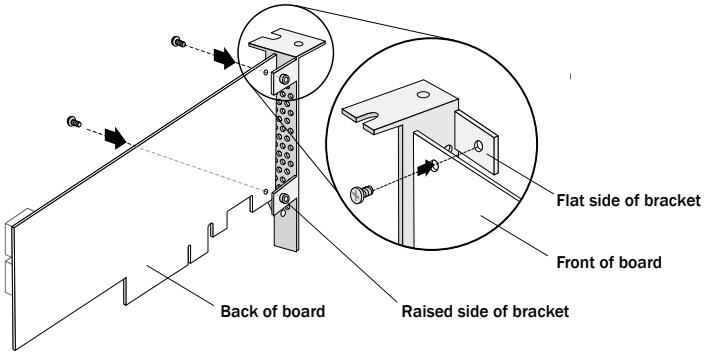

Figure 3
2. Attach the low-profile bracket to the adapter board. The low-profile bracket is installed on the *back* side of the adapter, with the mounting screws inserted from the front, as shown the Figure 3.
Caution: The mount points on the low-profile bracket have a smooth or flat side and a raised side that looks like a spacer (see Figure 3). Be sure to install the bracket with the flat side against the adapter board and the raised side facing away from the adapter board.